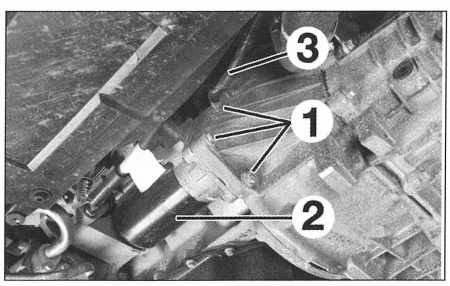

FIG. 9
- los tres tornillos de fijación (1) (fig. 9).
- el motor de arranque (2).